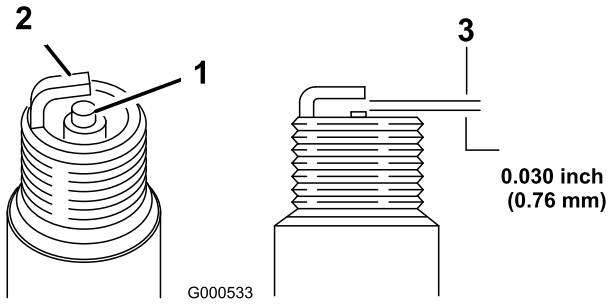

Figur 37
1. Se på midten af tændrøret (Figur 37). Hvis der kan ses en lys brun eller grå farve på isolatoren, fungerer motoren korrekt. En sort belægning på isoleringen betyder normalt, at luftfilteret er snavset.
2. Kontroller gnistgabet mellem midter- og sideelektroden (Figur 37). Bøj sideelektroden (Figur 37), hvis gabet ikke er korrekt.